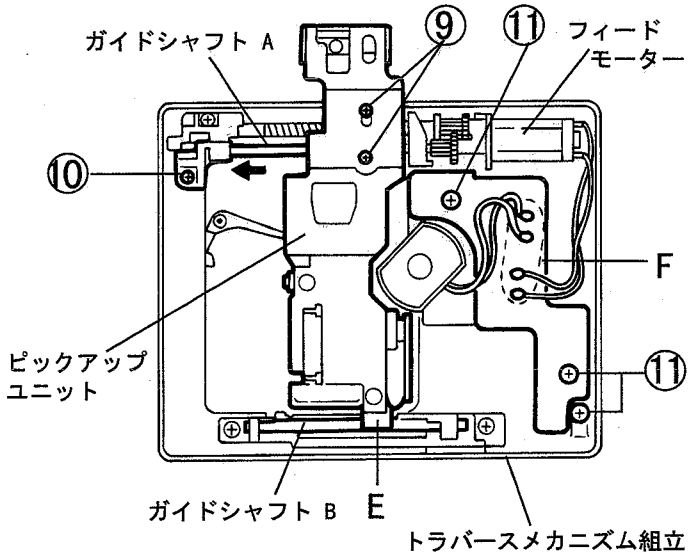

図7
5) ピックアップユニットの外し方 (図7参照)
1. トラバースメカニズム組立を裏返し、ピックアップとヘッド組立を止めているネジ⑨２本を外す
2. ガイドシャフトＡを止めているネジ ⑩ １本を外す
6) ピックアップの取付方 (図7参照)
(図7, 8参照)
1. トラバスメカニズム組立を裏返し、5)の方法でピックアップを外す(図7参照)
2. 7)の方法でフィードモーター組立を外す(図7, 8参照)